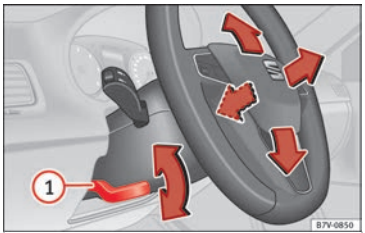

Bild 25 Mekanisk inställning av ratten
- Tryck spaken »» **bild 25** (1) nedåt.